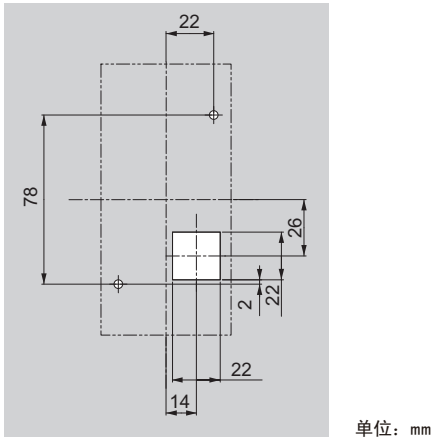

图 2.7 控制柜加工尺寸 （安装在控制柜外侧时）
1. 对控制柜的操作器安装面进行加工。控制柜加工尺寸请参照图 2.7。